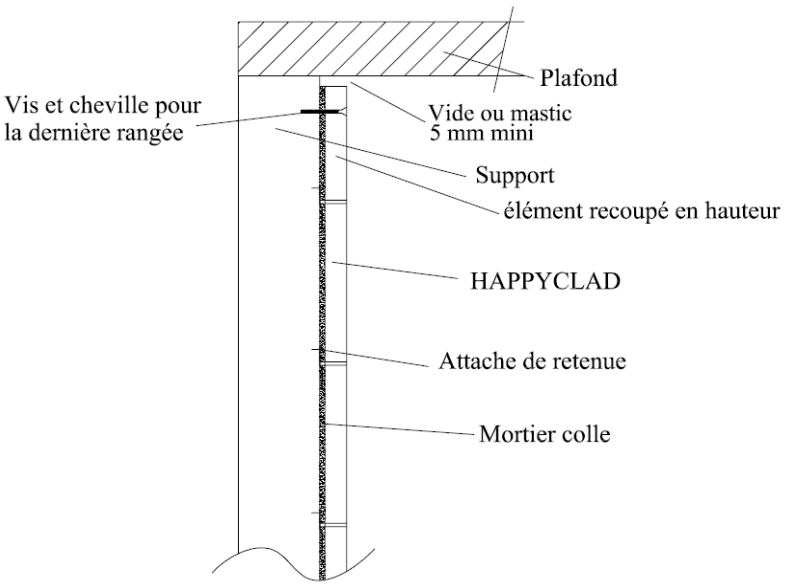

Figure 8 – Mise en œuvre de HAPPYCLAD en murs intérieurs (hauteur inférieure ou égale à 2,50 m)
- Mettre en place la cheville à frapper adaptée à la nature du support avec une vis à tête plate (figure 8).
4.35 Dernière rangée (figure 8)